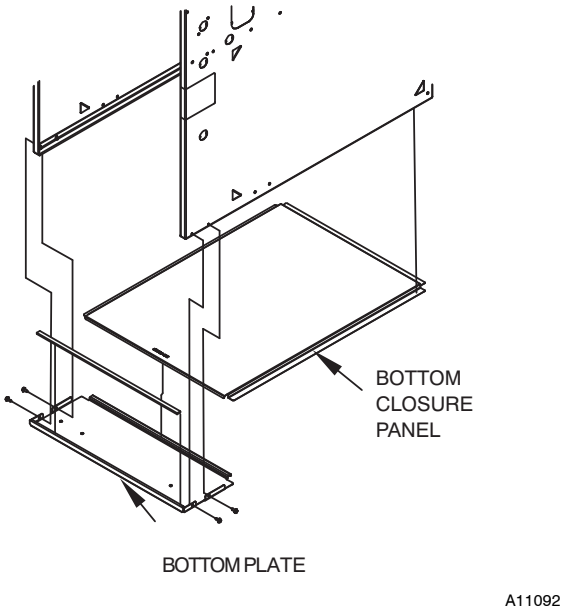

**Fig. 22 - Removing Bottom Closure Panel**
1. Tilt or raise furnace and remove 4 screws holding bottom plate. (See Fig. 22.)